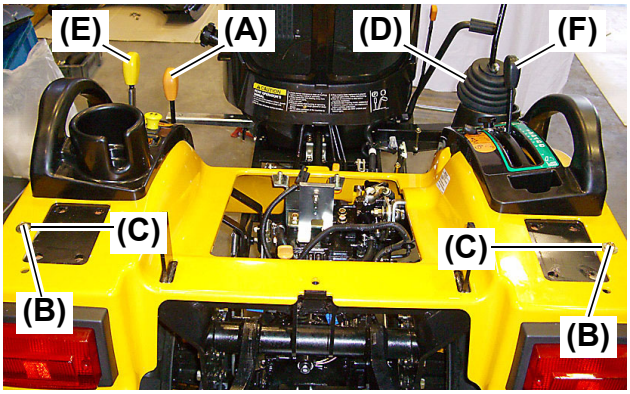
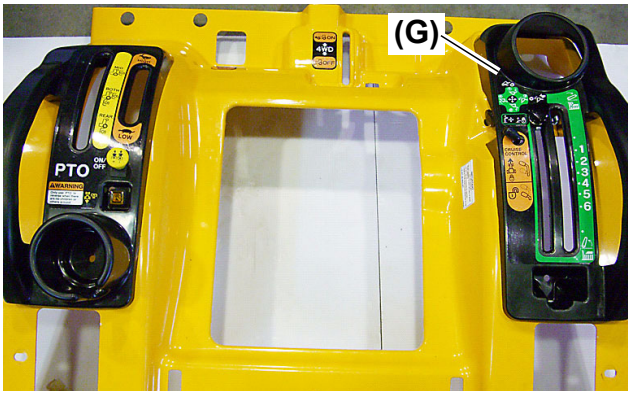

Fig. 8
Fig. 9
10. Remove the orange lever knob **(Fig. 8, (A))** from the range shift lever.
11. Remove the yellow lever knob **(Fig. 8, (E))** from the mid- / rear-Power Take Off (PTO) select lever.
12. Remove the black lever knob **(Fig. 8, (F))** from 3-point hitch control / cutting height adjustment lever.
13. Remove the implement control valve lever boot **(Fig. 8, (D))** from the right side lever guide **(Fig. 9, (G))**.
14. Remove the two (2) M8 × 30 mm (L: 1.2 in.) bolts **(Fig. 8, (B))** and washers **(Fig. 8, (C))** that secure the fender assembly to the lower frame.
●Make sure to remove the implement control valve lever boot **(Fig. 8, (D))** before separating the fender.
15. Using two (2) people, carefully lift the fender assembly from the tractor. Place the fender assembly in an out-of-the-way location to prevent damage.
*Photo **(Fig. 9)** shows the state after separation of the fenders from the tractor.